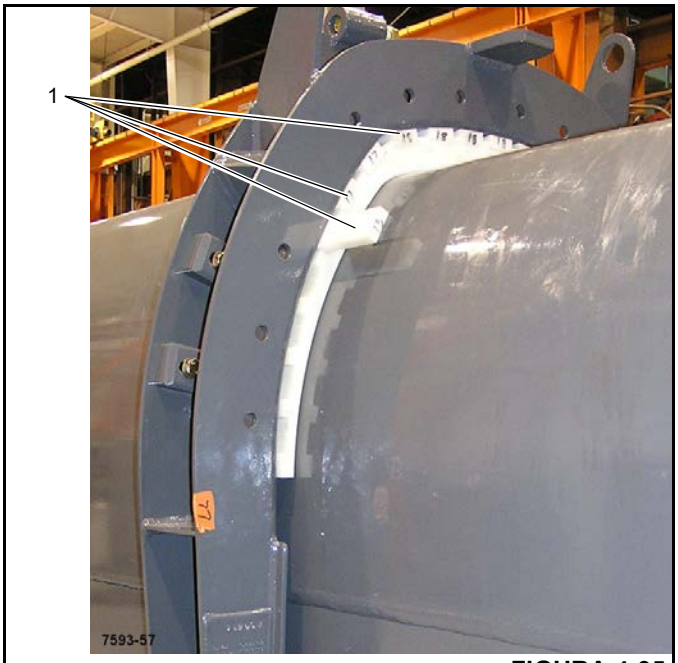

FIGURA 4-35
10. Instale las placas de retención (3) en las ranuras detrás de la brida delantera en la sección 4 con un espacio de 0.25 pulg (6 mm) entre la placa y las almohadillas de desgaste. Fije temporalmente cada placa con un perno, arandela plana y contratuerca.
11. Instale las almohadillas de desgaste interiores laterales (4) y las placas de retención.
12. Instale las pletinas de desgaste (1) (Figura 4-35) debajo de las almohadillas de desgaste para asegurar que las almohadillas de desgaste interiores de esquina y laterales estén ajustadas contra la sección 5 sin atascarse o interferir con el movimiento normal. Las pletinas de desgaste deben tener el mismo grosor en la derecha y en la izquierda para mantener la pluma centrada durante la extensión y la retracción.